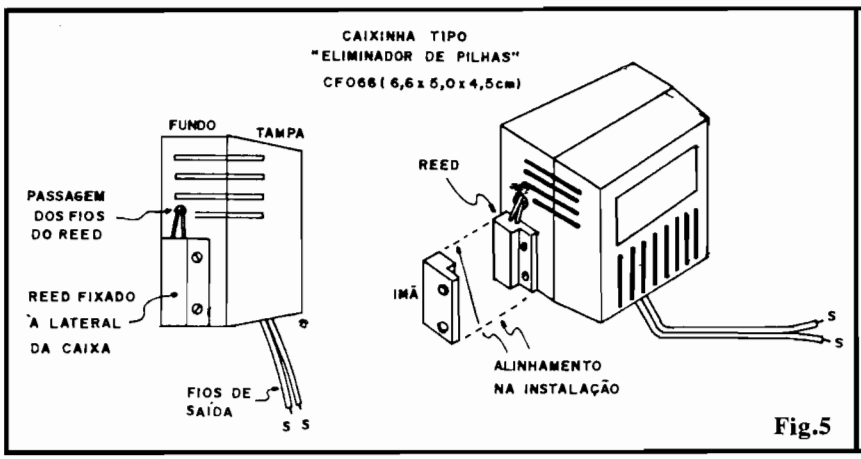

Fig.5
– **FIG. 5** – Sugestão para "encaixamento" do ALMACA, a partir de um **container** "Patola", mod. CF066. Dadas às reduzidas dimensões da plaquinha, a caixa sugerida é até "exagerada", porém dotará o ALMACA de um acabamento profissional e elegante. Outros **containers**, contudo, poderão ser utilizados, desde que apresentem dimensões compatíveis e sejam de material isolante (plástico). Observar, na figura, a colocação externa e lateral do REED (que pode ser fixado com cola ou parafusos, dependendo do modelo adotado), a necessidade do "alinhamento" com o ímã, na instalação, para perfeito funcionamento e a saída do par de fios "S-S" destinados à ligação à C.A. e à carga a ser acionada.